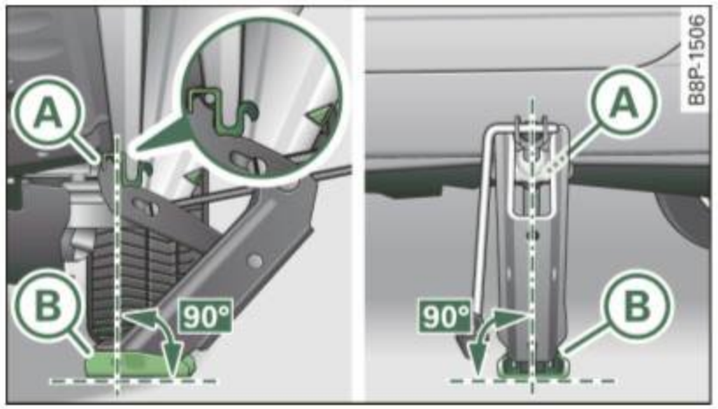

Fig. 189 Close-up: proper positioning of lifting jack
- Align the jack so that the jack arm claw ⇒ fig. 189 (A) fits snugly around the underbody rib and the movable base plate (B) sits flat on the ground. The base (B) must be *vertical* under the lifting point (A).